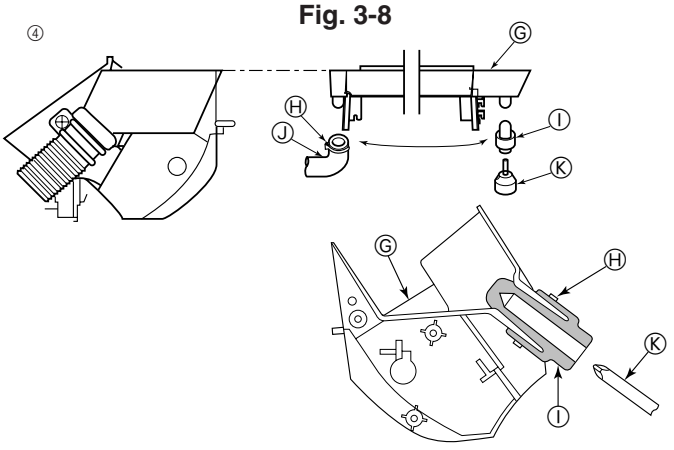

Fig. 3-9
④ Der Ablassschlauch kann an zwei verschiedenen Stellen angebracht werden. Wählen Sie die bequemste Stelle und tauschen Sie, falls notwendig, die Position der Dränpfanne, des Gummistopfens und des Ablassschlauchs. (Fig. 3-9)